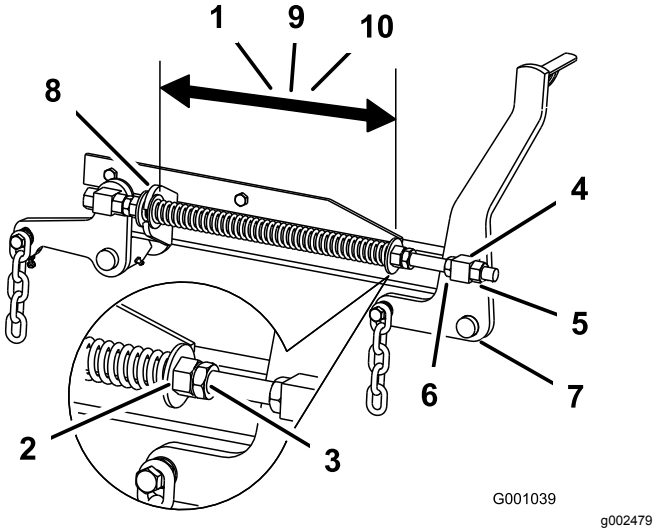

Figur 114
2. Sjekk avstanden mellom de to store skivene, den må være 28,2 cm for 132 cm klippeenheter, 26,7 cm for 152 cm klippeenheter, eller 29,2 cm for 183 cm klippeenheter (Figur 114).
3. Juster denne avstanden ved å løsne låsemutteren for fjæren og mutteren foran hver fjær (Figur 114).
4. Lås mutteren i stilling ved å trekke til fjærens låsemutter (Figur 114).